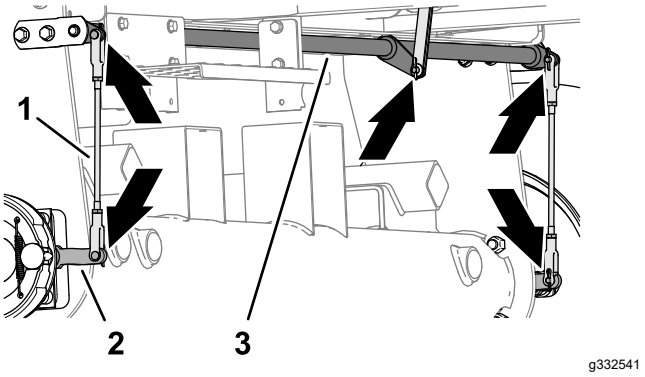

Figur 71
1. Kontrollera om det finns skador eller slitage på den vänstra eller högra bromsstångsenheten (Figur 71).
2. Kontrollera om det finns skador eller slitage på bromsvridaxeln (Figur 71).